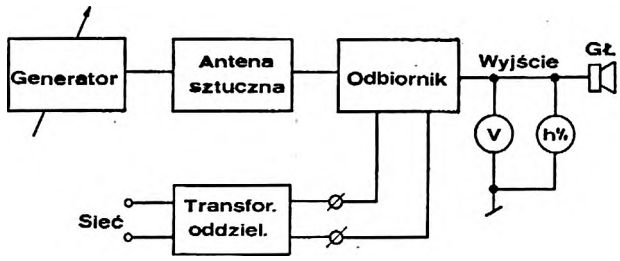

Rys. 9: Schemat blokowy układu strojenia
4.1. Strojenie należy przeprowadzić wg metodyki i kolejności podanej w tabeli strojenia (pkt. 7). Schemat blokowy układu strojenia przedstawiony jest na rys. 9.